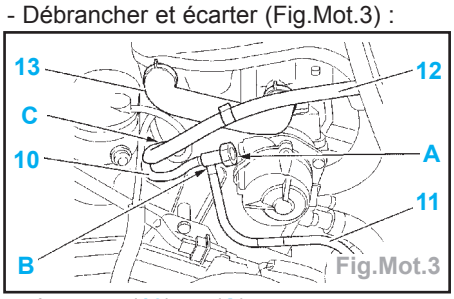

Fig.Mot.3
- Débrancher et écarter (Fig.Mot.3) :